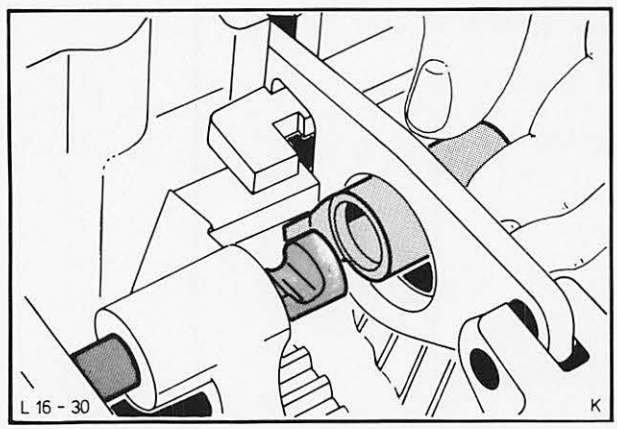

Abb. 43 Schaltwelle aus Schaltfinger herausziehen
8. Spannstift aus Schaltfinger und Schaltwelle heraustreiben, anschließend Schaltwelle nach hinten herausziehen, Abb. 43.